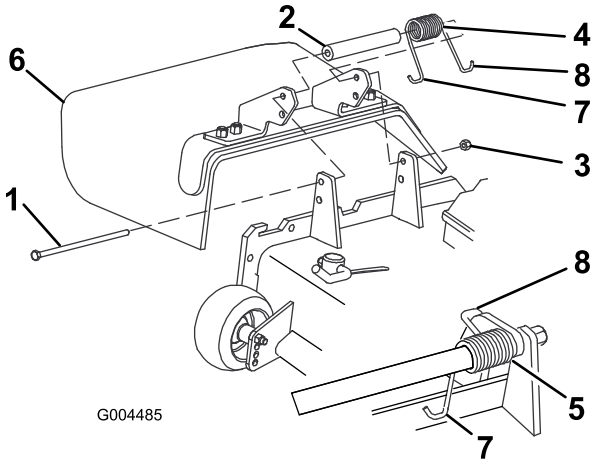

Figuur 78
2. Verwijder de borgmoer, bout, veer en afstandsstuk waarmee de bevestigingen van de grasgeleider vastzitten op de draaibeugels (Figuur 78). Verwijder een beschadigde of versleten grasgeleider.
3. Plaats het afstandsstuk en de veer tussen de beugels van de nieuwe grasgeleider (Figuur 78). Plaats het linker J-vormige haakeind van de veer achter de rand van het maaidek.
Opmerking: Zorg ervoor dat het linker J-vormige haakeind van de veer is geplaatst achter de rand van het maaidek voordat u de bout monteert, zoals wordt getoond in Figuur 78.
4. Monteer de bout en de moer. Plaats het rechter J-vormige haakeind van de veer om de grasgeleider (Figuur 78).